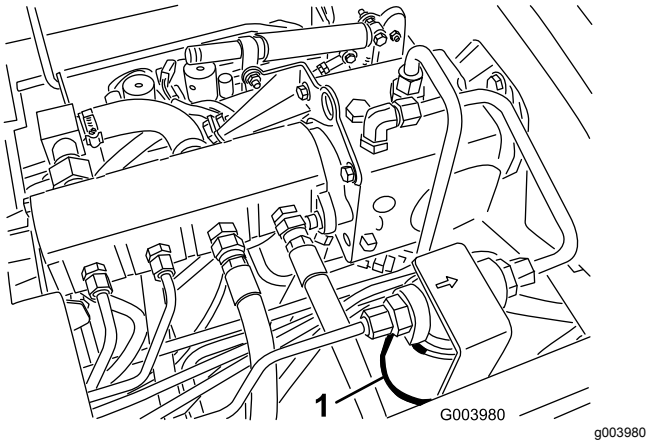
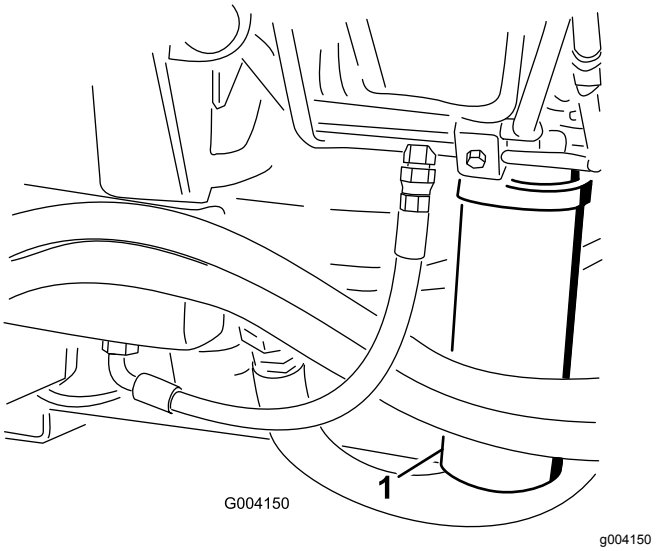

Figur 77
Figur 78
2. Rengör området där filtret ska monteras och sätt ett avtappningskärl under filtret i (Figur 77) och (Figur 78).